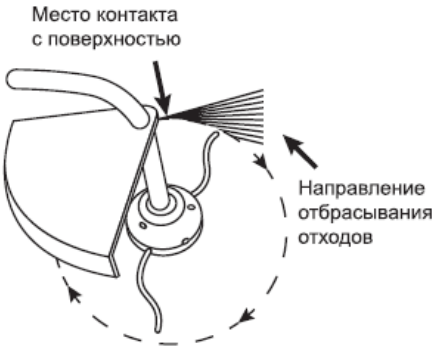

Рис. 9 Положение триммерной головки при удалении растительного покрова и обработке границы газона
Удаление растительного покрова и обработка границы газона	При удалении растительного покрова после работы остается голая земля (Рис. 8C). Обработка границ – это обрезка травы при формировании границ газона или в местах, где она разрослась по тротуару или дороге (Рис. 8D). В обоих случаях наклоните триммерную головку под крутым углом так, чтобы предотвратить попадание в Вас грязи и камней. Выберите для себя такие углы, которые соответствуют Вашим габаритам и рабочей ситуации. Для большинства видов обрезки следует наклонить триммерную головку так, чтобы концы корда контактировали с поверхностью так, чтобы головка перемещалась в сторону от Вас (Рис. 9). Отбрасываемые отходы при этом не полетят в Вашу сторону.
(1) Техническое обслуживание должно осуществляться более часто, при работе в пыльных условиях.
(2) Данный вид работ необходимо выполнять в авторизованном сервисном центре.
4. Снимите триммерную головку. Удерживая одной рукой корпус 4 триммерной головки, другой рукой открутите гайку 1 крепления триммерной головки против часовой стрелки и извлеките из корпуса 4 катушку 2 триммерной головки и пружину 3 (Рис. 9). Снимите корпус 4 со штанги. Удалите остатки корда с корпуса и очистите его и детали триммерной головки от грязи и травы.